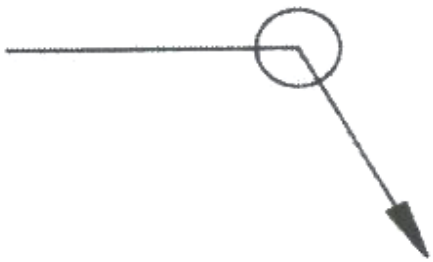

FIGURE 9 (1)
4.4 Explain the meaning of the welding symbol shown in FIGURE 9 below.